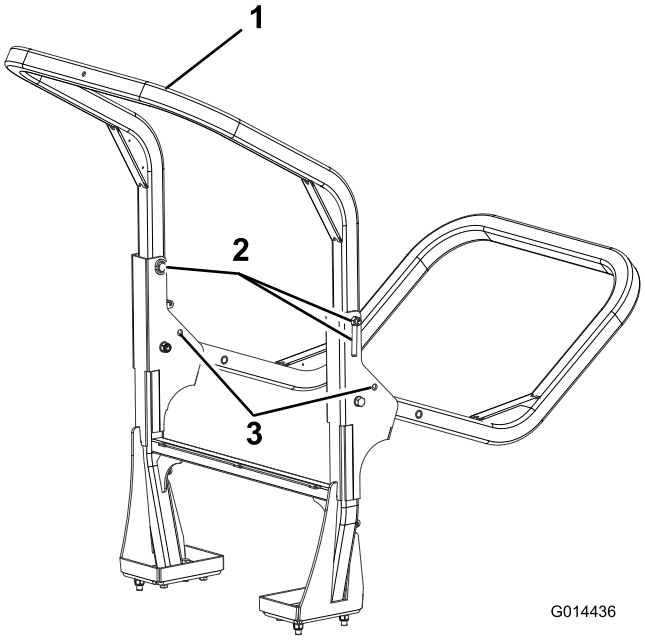

Figur 33
2. Stötta den övre ramens vikt samtidigt som du tar bort handmuttrarna, brickorna och fästbultarna från tappfästena (Figur 33).